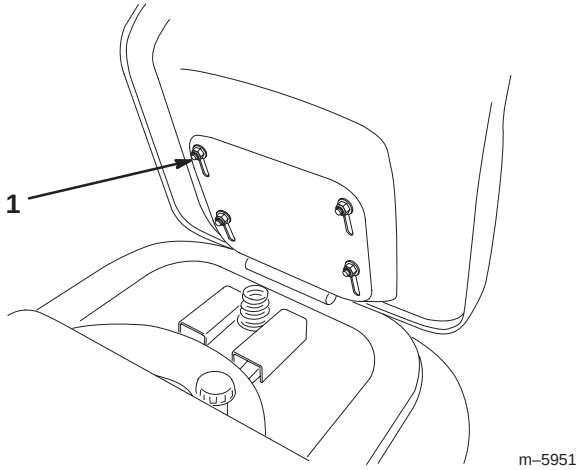

Figure 3
1. Soulevez le siège et desserrez les 4 boulons (Fig. 3).